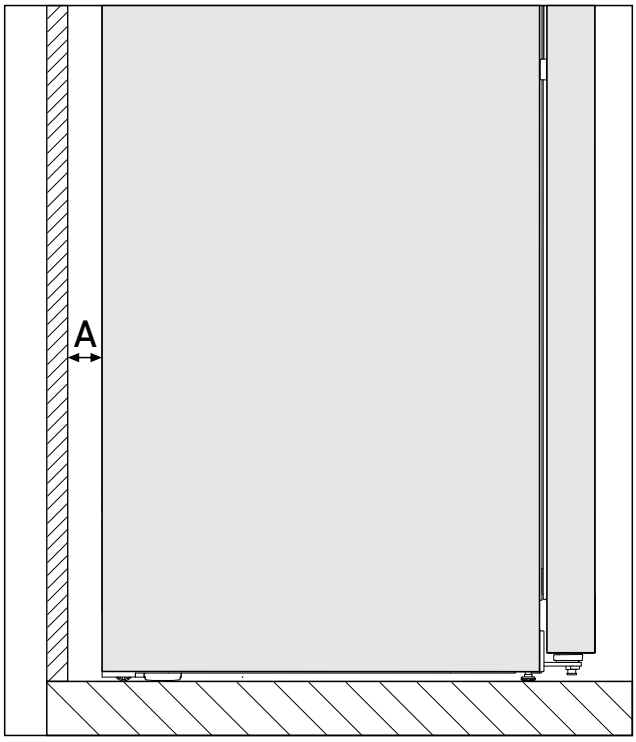

*Fig. 2 **
The energy consumption has been determined with a gap of *Fig. 2 (A)* between the rear of the appliance and the wall. If the wall gap is less than *Fig. 2 (A)*, this does not affect the appliance's operability but the energy consumption does increase slightly at a smaller wall gap.*